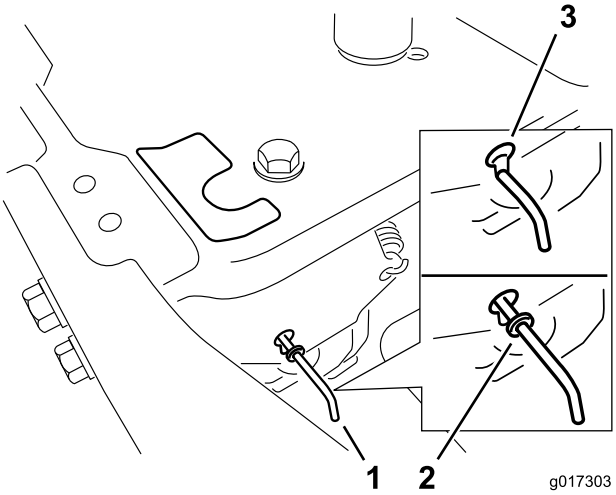

Figuur 24
4. Zet de omloophendels naar voren door het spiegat en dan naar beneden om ze vast te zetten zoals wordt getoond in Afbeelding 23 Figuur 24. Doe dit voor de beide hendels.
Zet de omloophendels naar achteren door het spiegat en dan naar beneden om ze vast te zetten zoals wordt getoond in Figuur 24. Doe dit voor de beide hendels.